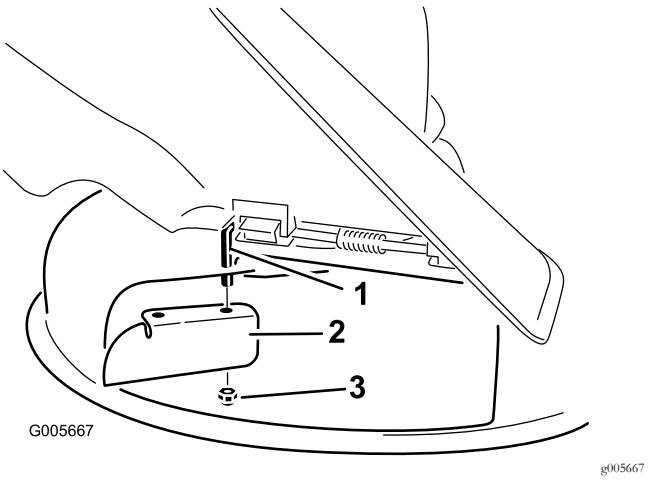

Figur 14
7. Montera kantskärmen på den synliga vridbara stången (Figur 14).
3. Ta bort kantskärmen från klippdäcket (Figur 14).